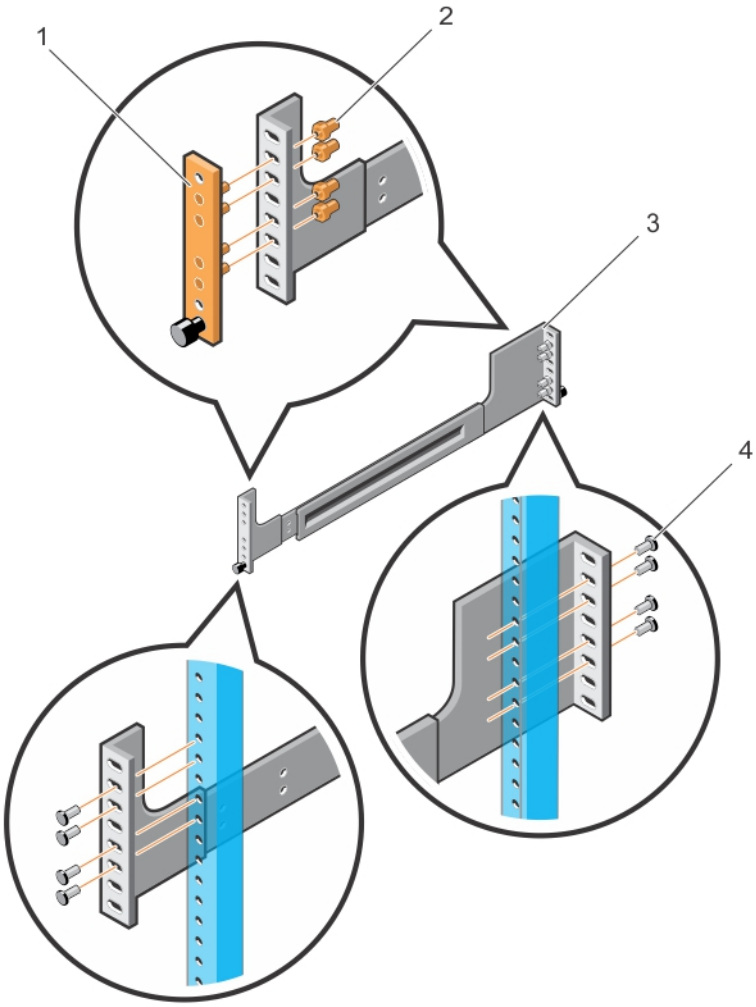
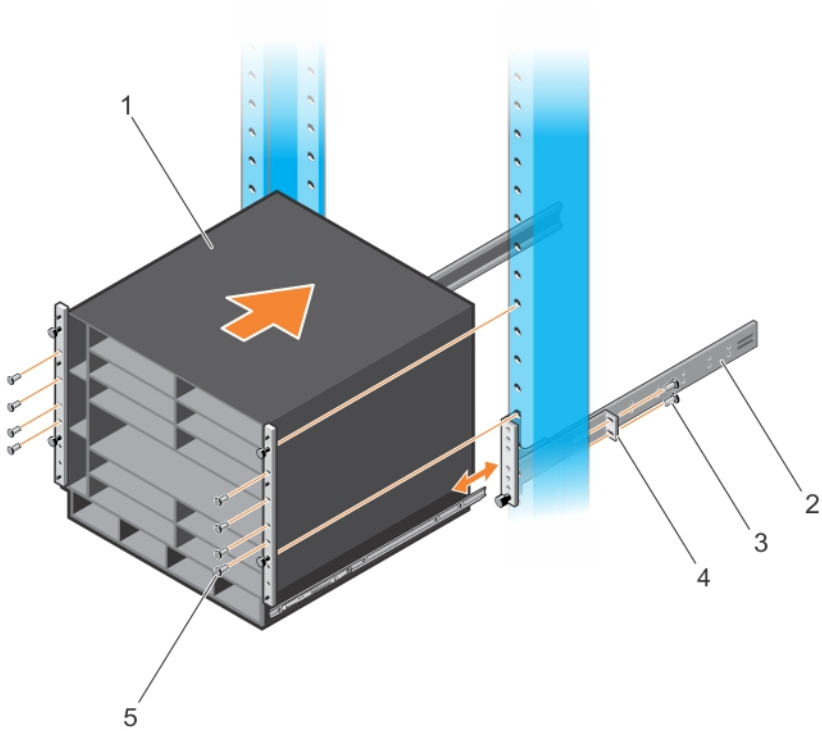

Figure 15. Installing Tooled Rails in a Threaded-Hole Rack
Figure 16. Installing the Chassis with ReadyRails in a Threaded-Hole Rack
2. Using a flat-tipped screwdriver, remove the bracket subassembly and four pins (items 1, 2, and 4 in Figure 15) from the front and rear of each rail. Pull on each subassembly to fully remove it.
On a 4-post rack, slide the back end of each rail so that it aligns with the back post holes at the same height. Attach each rail to a rear post using four screws provided with the rack (item 4 in Figure 15).
4. Lift the chassis and slide it into the rails installed in the rack (Figure 16). Tighten the two thumb screws and four rack screws (item 5 in Figure 15) on each flange to secure the chassis to the rack.
On a 2-post rack, slide each rail bracket (item 4 in Figure 16) forward to the post. Tighten the two screws (item 3 in Figure 16) to secure the bracket to each post.